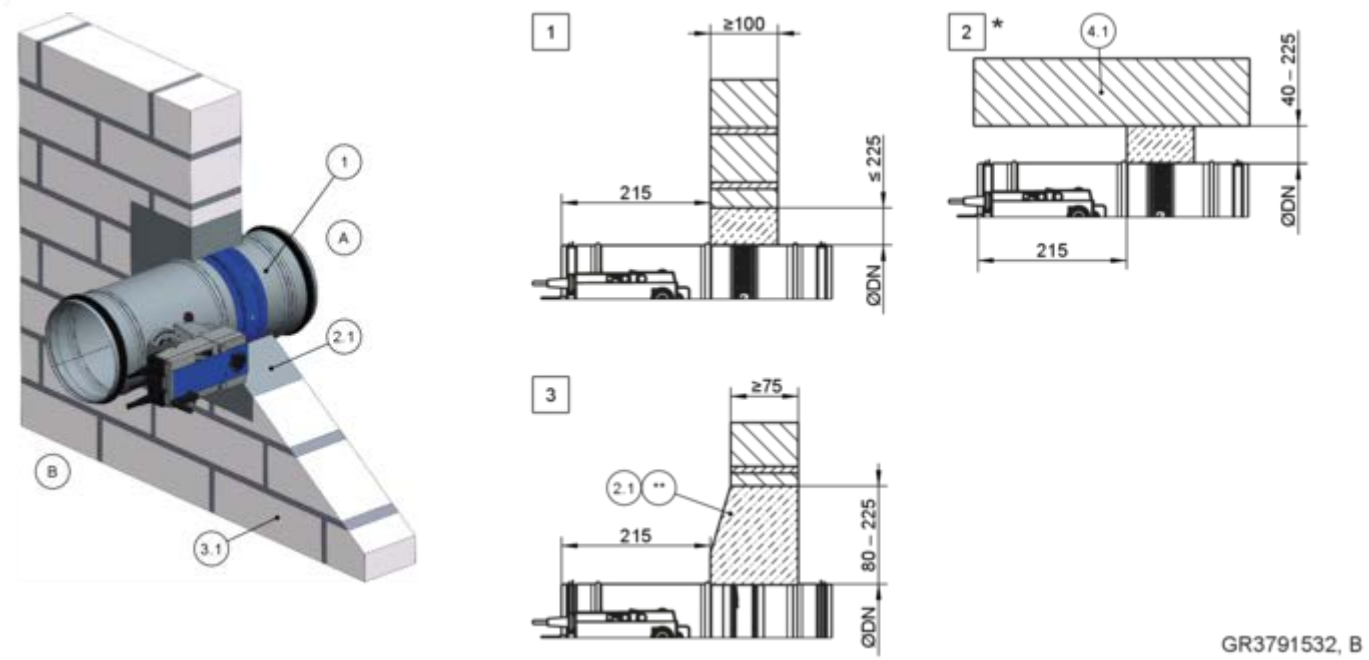
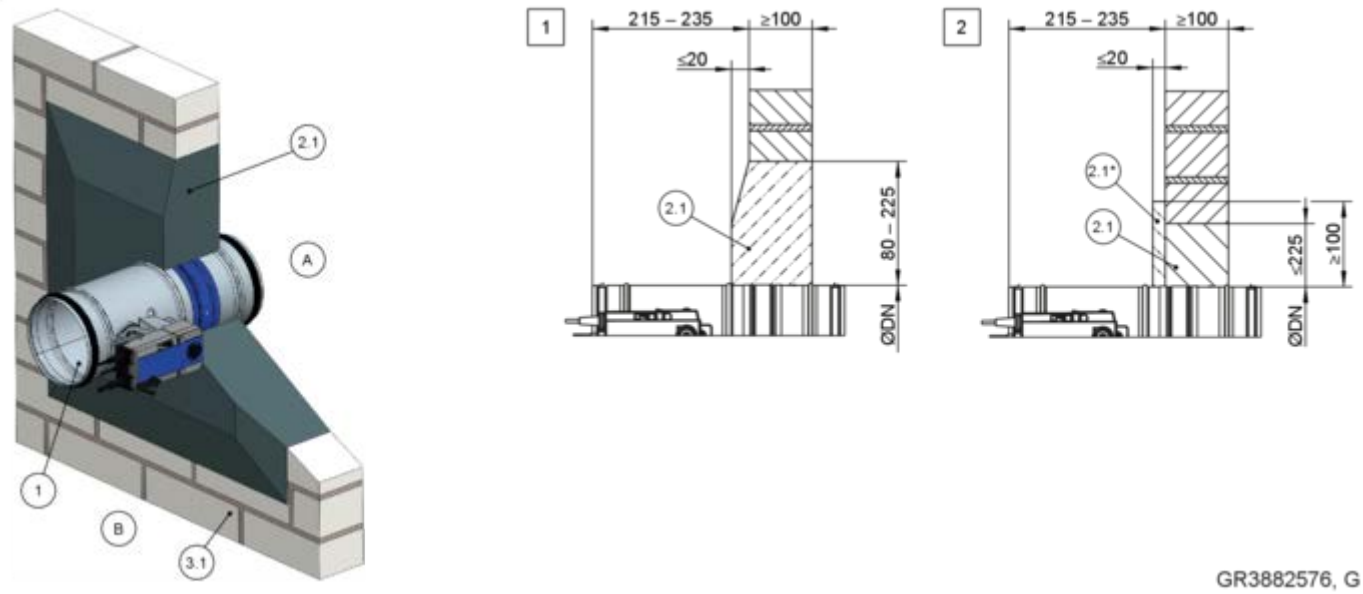

Fig. 43: Montagem molhada numa parede maciça
Fig. 45: Montagem em argamassa em parede maciça - montagem não nivelada com a parede
- em W ≥ 100 mm, distâncias Fig. 43 a Fig. 45